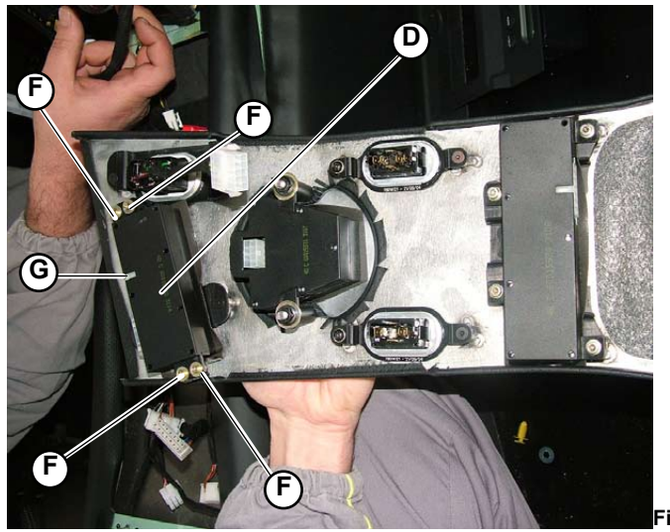

Fig.13
1. Secure control unit no. 1 (**D-Fig.13**) to the central ornament (**E-Fig.13**) using the 4 screws (**F-Fig.13**).
2. Connect the connector (**G-Fig.13**).